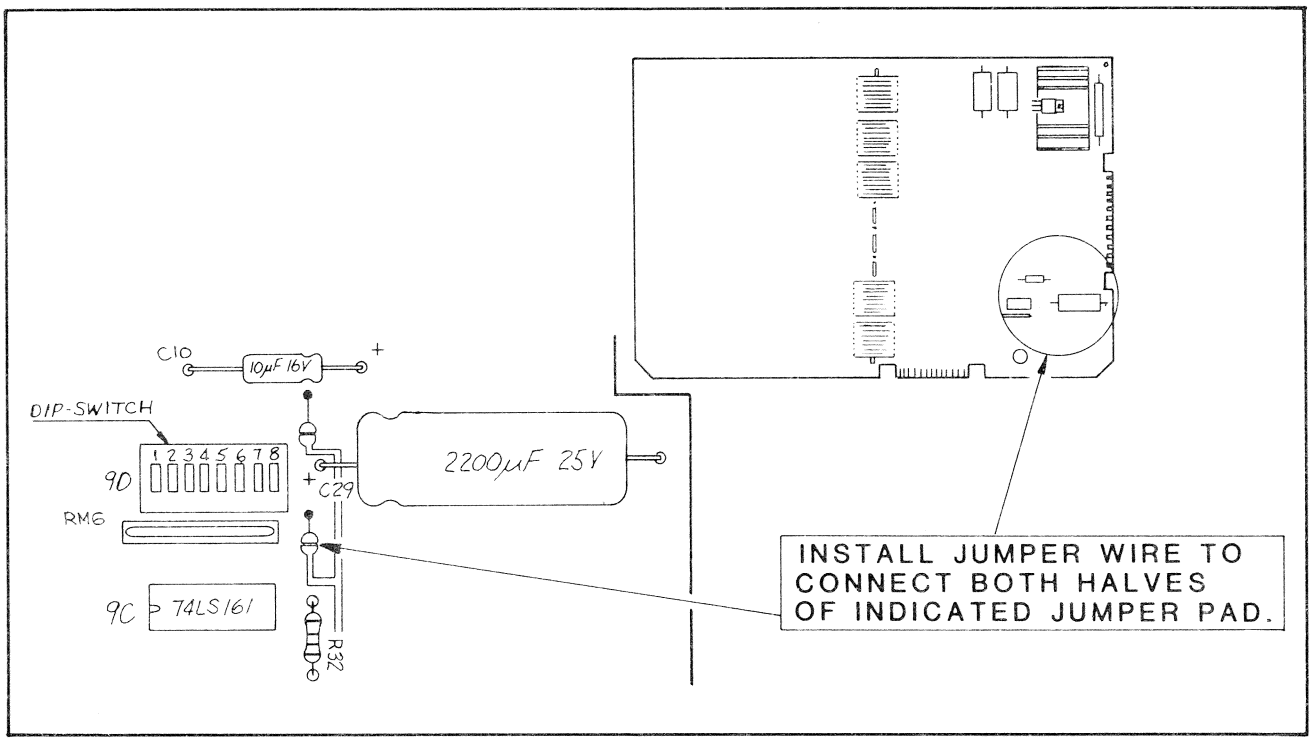

**Figure 30 Changing difficulty level of game**
2. Remove the coating of green insulatory material over the two halves of the jumper pad shown in Figure 30. **BE CAREFUL NOT TO DAMAGE THE FOIL OF THE JUMPER PAD IN ANY WAY.**